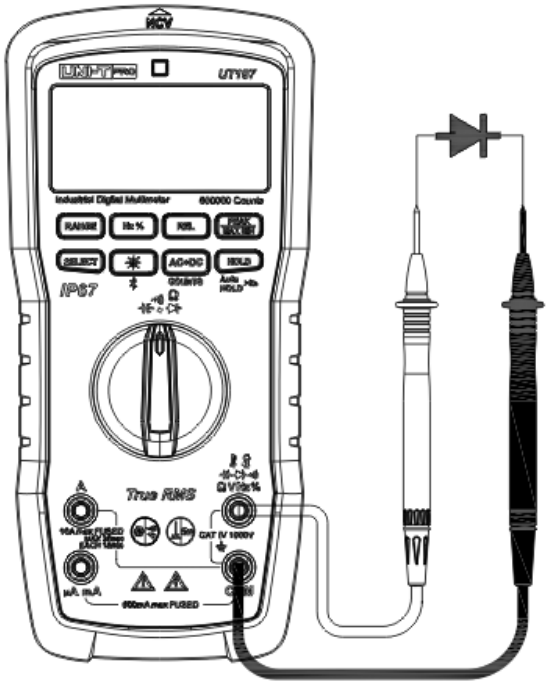

Figura 11
8. Medición de diodos（Figura 11）